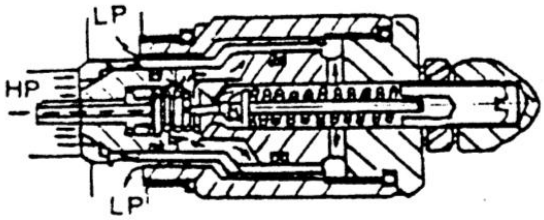

Fig.6.6
(2)When the oil pressure of the cylinder HP port is overrun the spring limit pressure, the precursor valve core E will be open, and the oil will inflood the hole via the valve core circumference, then reach the LP passage. (See Fig.6.6)